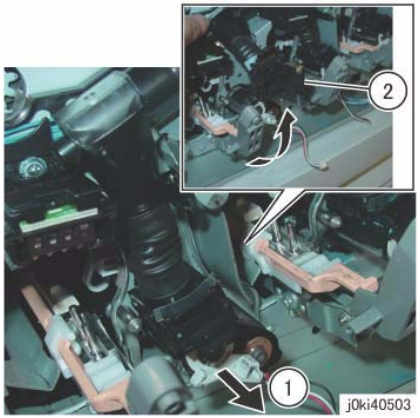

Figure 10 Slide the Dispenser Pipe (K)
13. Slide the Dispenser Pipe (K). (Figure 10)
a. Pull the joint section between the Dispenser Pipe (K) and the Dev.eloper Housing Assembly (K) in the direction of the arrow.
b. Open the Dispenser Pipe (K) upwards.